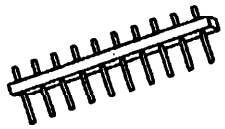

Рис. 2. 10-контактный разъем
8. Вставьте 10-контактный разъем (длинными выводами) (Рис. 2) в разъем CN201 низковольтного блока питания (Рис. 1).